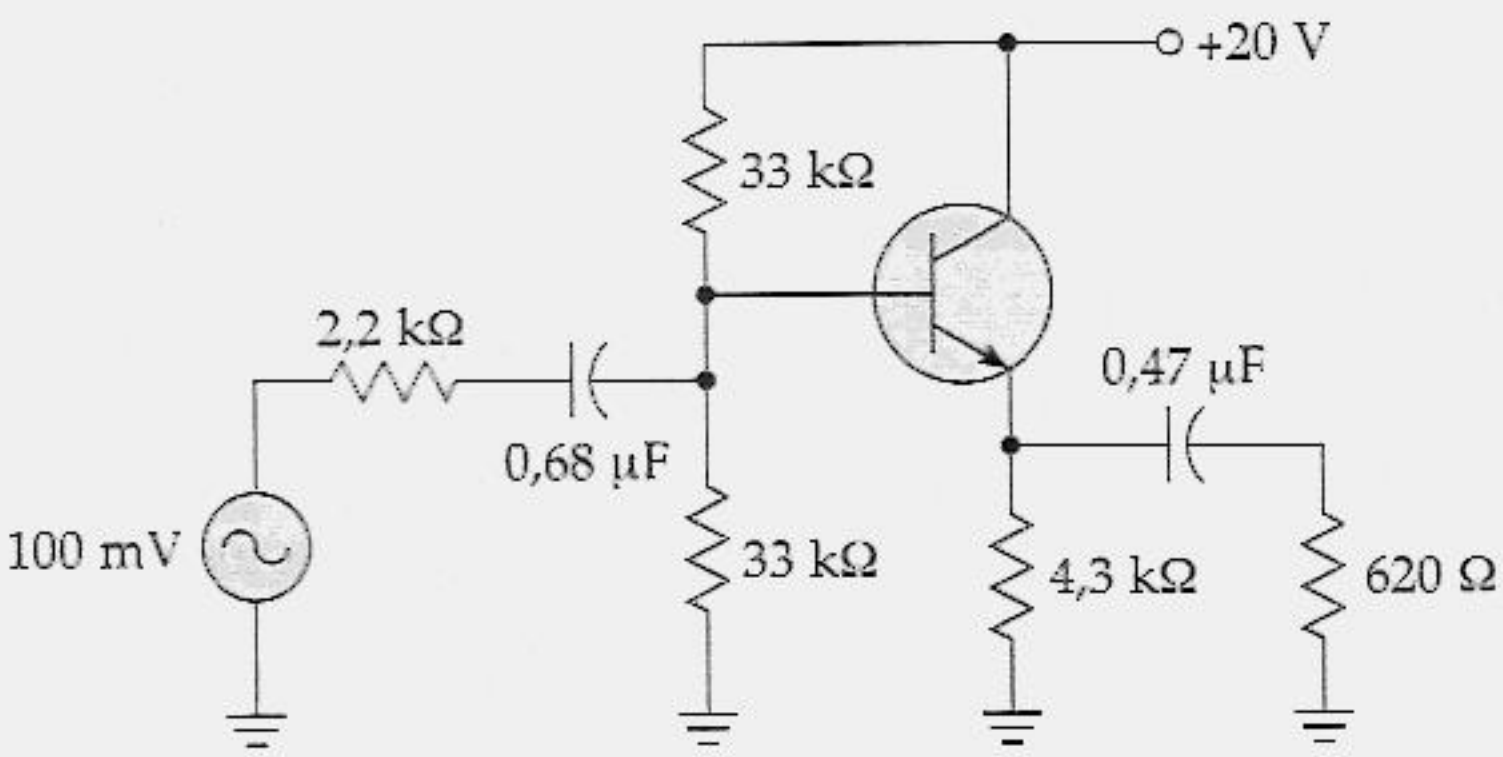

Figura 16.37
16.5 Se β = 100 na Figura 16.37, qual a freqüência crítica do circuito de acoplamento de entrada?
16.6 Qual a freqüência crítica do circuito de acoplamento de entrada na Figura 16.37 se β = 300? E se β = 50?
16.8 Calcule a freqüência crítica do circuito de acoplamento de saída para β = 100 na Figura 16.37?
16.13 Na Figura 16.37, todos os capacitores são aumentados de um fator de 10. Qual a menor freqüência da banda média do amplificador para $\beta = 200$?